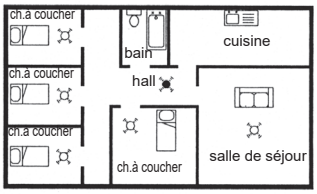

Figure 1
- Voir protection minimale et maximale (figures 1 et 2)